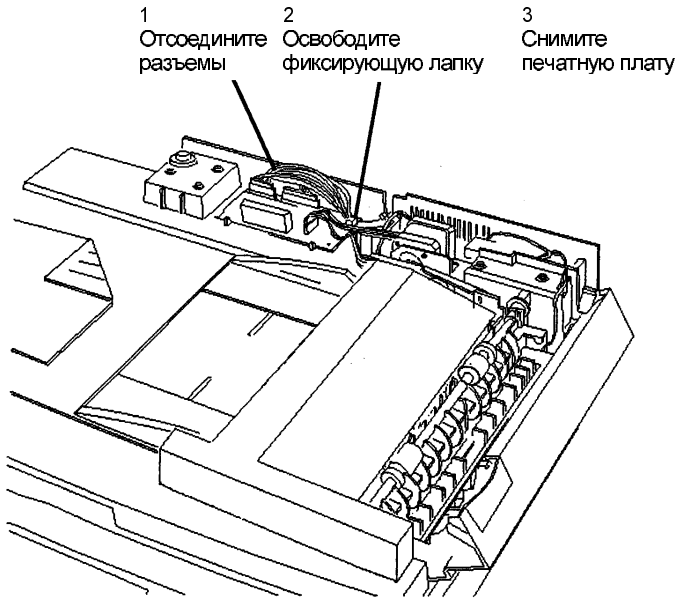

Рис. 1. Демонтаж печатной платы SDF
3. Снимите печатную плату податчика SDF (Рис. 1).